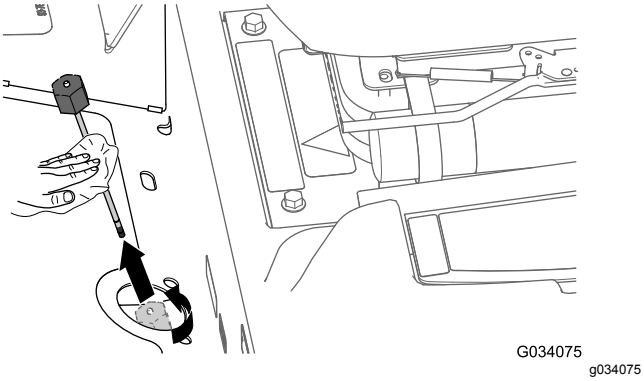

Figur 81
2. Lossa oljestickan (Figur 81), ta bort den från växellådans påfyllningsrör och torka av den med en ren trasa.